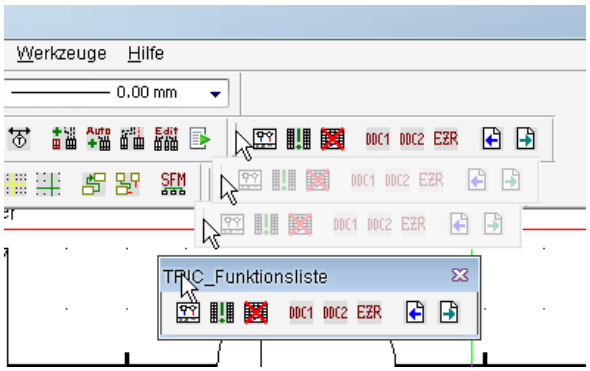

Bild 3.3 – Werkzeugkästen lassen sich frei platzieren.
- Menüs und Werkzeugkästen werden geladen. Durch Klick auf den Anfasser eines Werkzeugkastens und Ziehen können Sie die Werkzeugkästen frei platzieren oder an einem der Fensterränder andocken (Abb. 3.3).